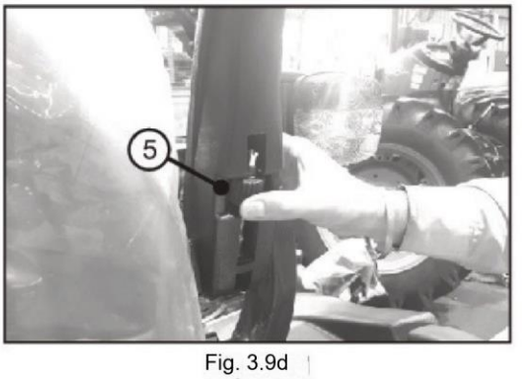

Fig. 3.9d
- Drej knappen (5, fig. 3.9d) med uret for at øge armlænets hældning.
- Drej knappen (5, fig. 3.9d) mod uret for at mindske armlænets hældning.